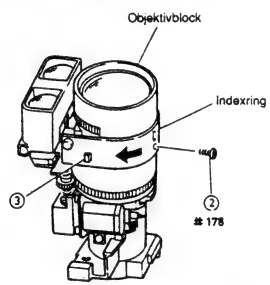
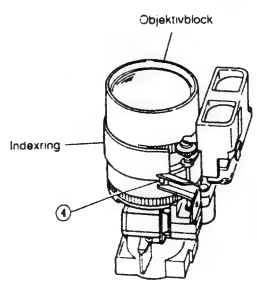

Abb. 2-106
Abb. 2-107
1) Den Zoom-Ring auf das Tele-Ende stellen und den Fokussierring auf unendlich (∞) drehen (siehe Abb. 2-106).
2) Eine (1) Befestigungsschraube des Indexrings entfernen.
3) Den Indexring in Richtung des Pfeiles drehen und eine (1) Lasche freigeben.
4) Eine (1) Lasche freigeben, mit welcher der Indexring befestigt ist (siehe Abb. 2-107).